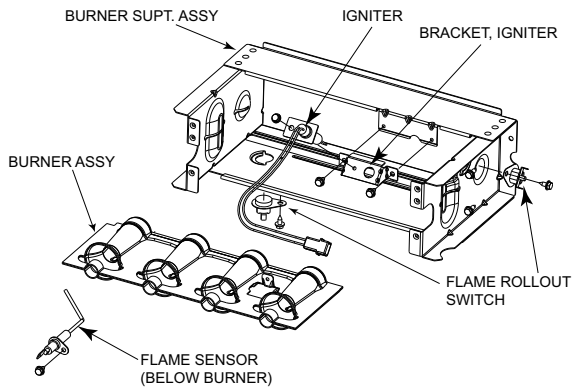

Fig. 63 – Burner Assembly
Refer to Fig. 63.
8. Check the igniter alignment. See Fig. 63, Fig. 64, and Fig. 65.
The igniter does **NOT** require annual inspection. Check igniter resistance before removal. Refer to Fig. 63, Fig. 64, and Fig. 65.
a. Using a 1/4-in. driver, remove the two screws securing the igniter mounting bracket to the burner assembly (Fig. 63).
6. To replace igniter and bracket assembly, reverse items 5a through 5d.
7. Reconnect igniter harness to the igniter, dressing the igniter wires to ensure there is no tension on the igniter itself (Fig. 63).